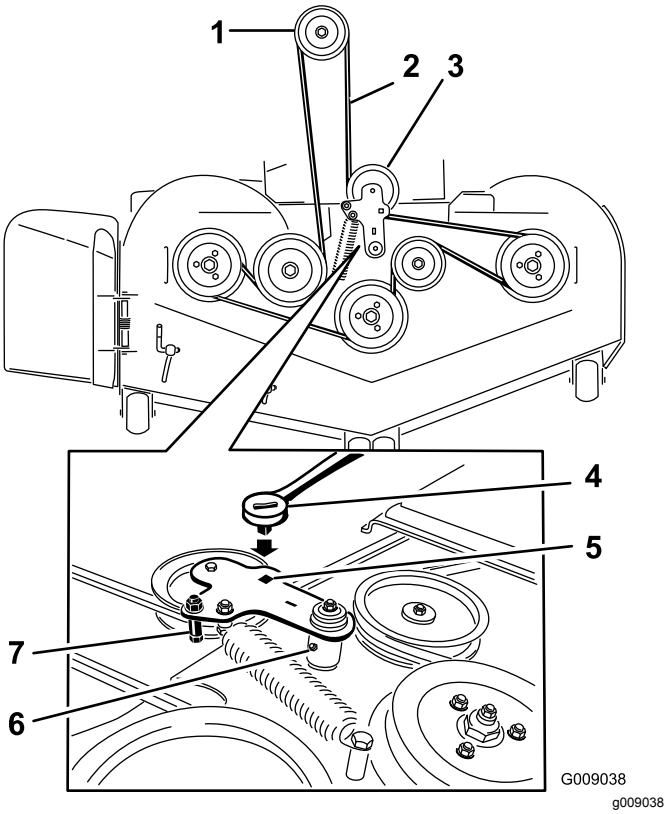

Figuur 91
7. Gebruik een ratelsleutel in de vierkante opening in de arm van de spanpoelie om de druk op de veer te verminderen (Figuur 91).
9. Verwijder de riemgeleider op de arm van de veerbelaste spanpoelie (Figuur 91).
11. Bevestig de nieuwe riem rond de poelies van het maaidek en de koppelingspoelie onder de motor (Figuur 91).
12. Bevestig de riemgeleider op de arm van de spanpoelie (Figuur 91).
13. Gebruik de ratelsleutel in de vierkante opening en plaats de veer van de spanpoelie (Figuur 91).